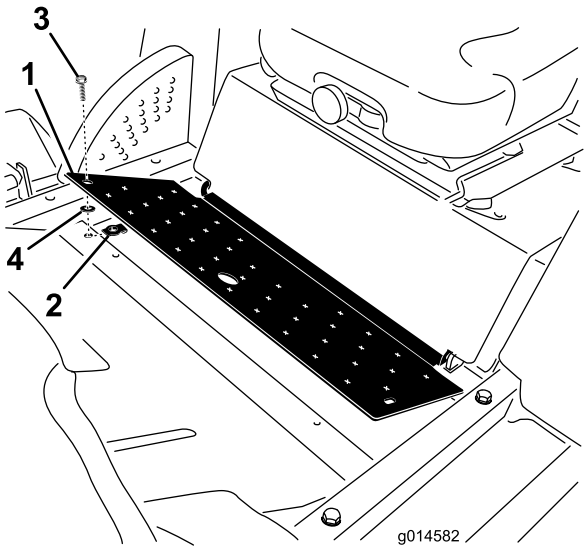

Figure 3
2. Install a retaining nut at the frame hole under the right front corner of the floor plate (Figure 3).